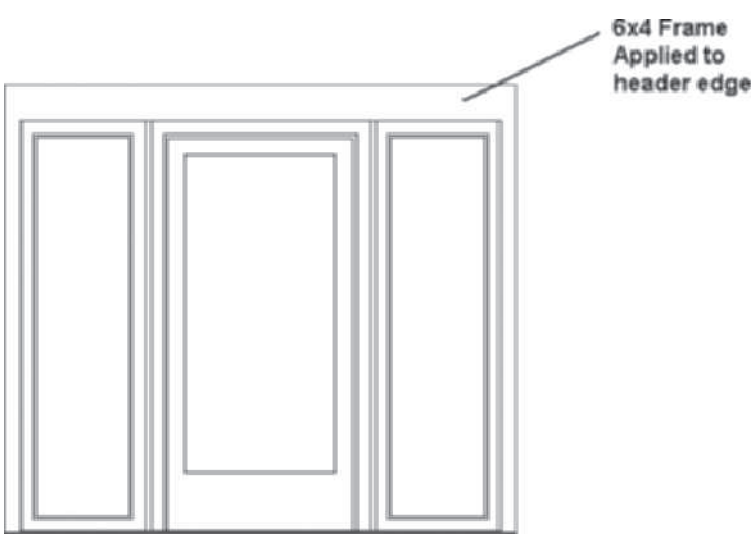

FIGURE 6.23 *Frame adjusted using Override Assignment*
4. Click **OK** to dismiss the **Frame Assignment Override** dialog box. The frame header is increased as shown in Figure 6.23.